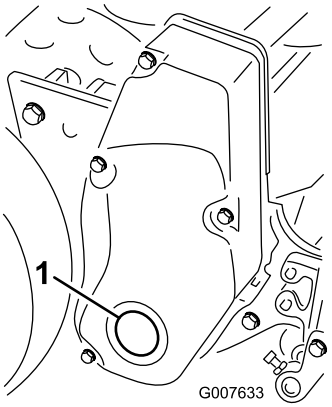

Figur 60
1. Ta bort locket till den högra cylinderdrivningens kåpa (Figur 60).